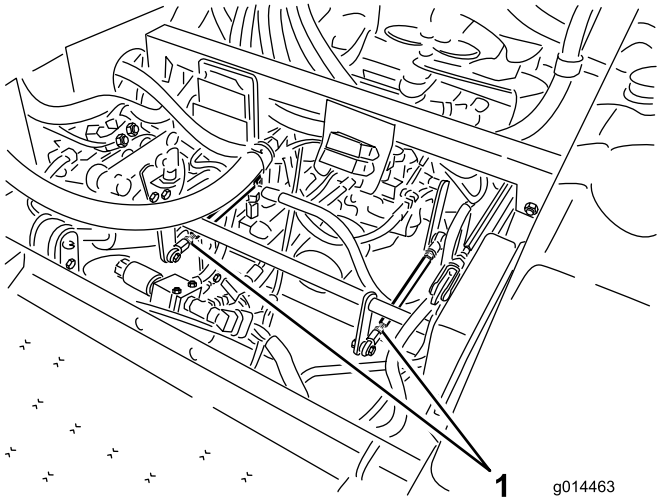

Figur 59
- Om vänster bakhjul snurrar ska du lossa på kontramuttrarna på transmissionens vänstra reglagestång (Figur 59).